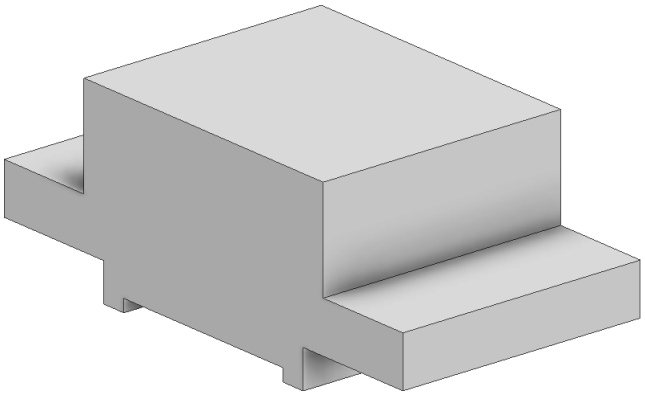

Figure 2-88 *The model created on extruding the sketch*
3. Choose **OK** from the dialog box to create the model and exit the **Properties-Extrusion** tool. The extruded model is shown in Figure 2-88.